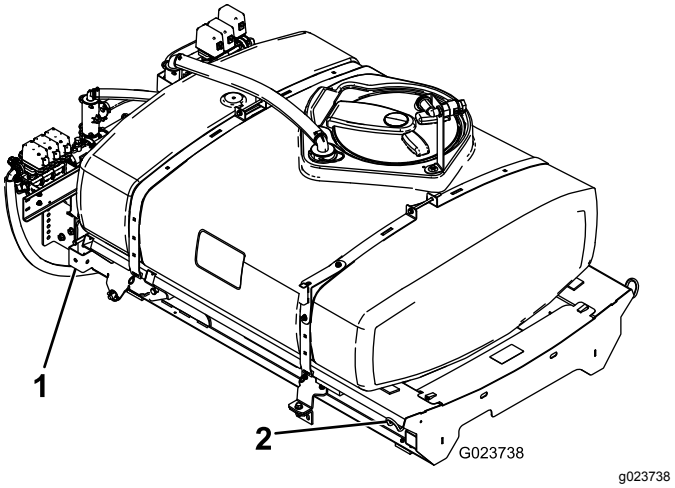

Figur 10
1. Brug et hejseapparat til at hæve tankplatformsenheden (Figur 10), og placer den over køretøjets stel med pumpe- og ventilenhederne vendt bagud.